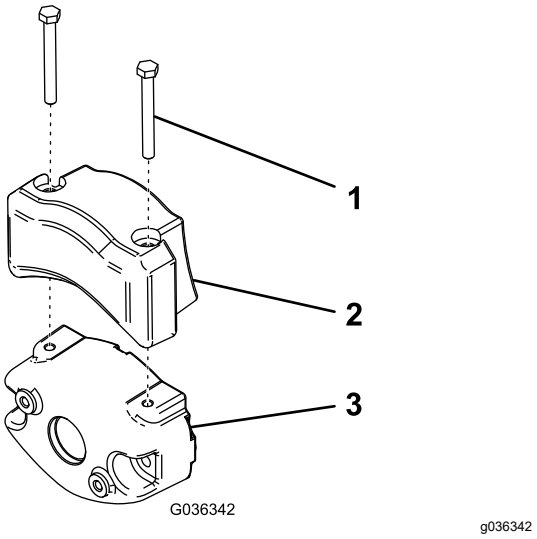

Figuur 9
4. Bevestig het elektrische contragewicht aan het bestaande contragewicht; gebruik hierbij 2 inbusbouten zoals getoond in Figuur 9.